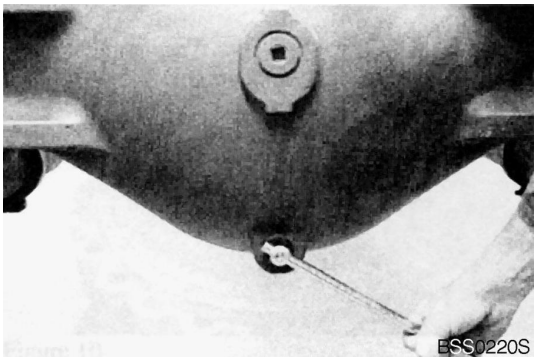
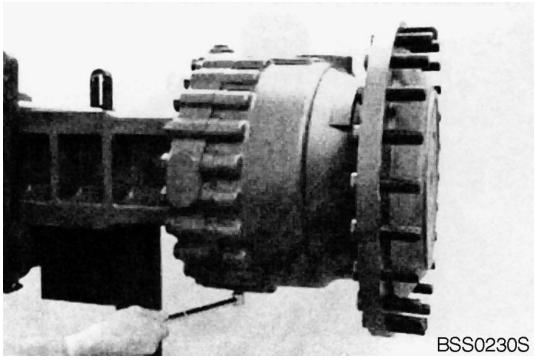

Figure 25
Figure 26
2. Remove plugs (3x, Figure 25 and Figure 26) and drain oil from axle casing.